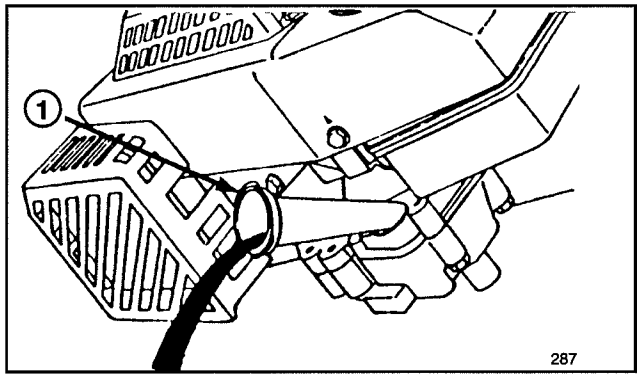

Figure 17
4. Basculer la tondeuse sur son côté gauche pour permettre à l'huile de s'écouler dans le bac (Fig. 17).